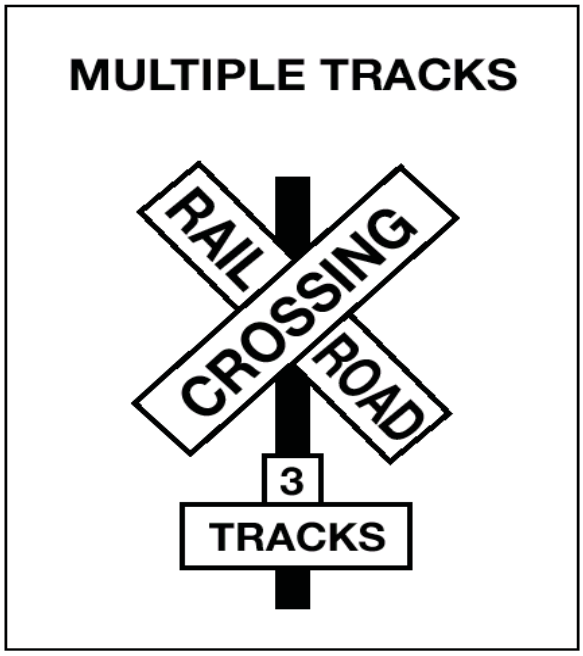

**Figure 10.7**
**Crossbuck Signs.** This sign marks the crossing. It requires you to yield the right-of-way to the train. If there is no white line painted on the pavement, you must stop the bus before the crossbuck sign. When the road crosses over more than one set of tracks, a sign below the crossbuck indicates the number of tracks. See Figure 10.7.